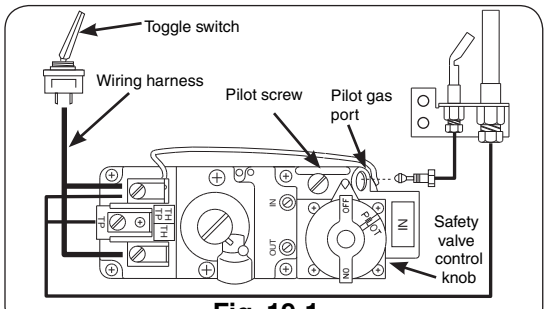

Fig. 19-1
To read the safety valve control knob (Fig. 19-1), read the marking nearest the teardrop-shaped metal pointer.
b. If adjustment is necessary (Fig.19-1), turn the gas adjustment screw counterclockwise ↶ to increase the pilot flame, or clockwise ↷ to decrease the pilot flame.